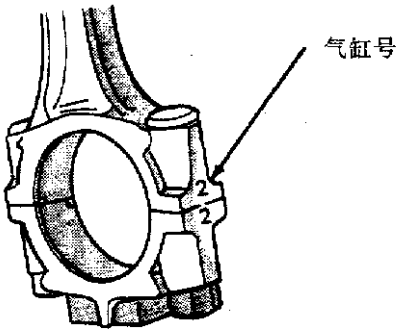

图 3－71　气缸识别
⑥拆去连杆瓦、安装在连杆螺栓上的连杆螺栓保护套(图 3－72)，压每个活塞和连杆总成到缸径外。必须小心，不要划伤曲轴轴颈。
⑦拆卸后，安装与连杆配合的轴瓦。